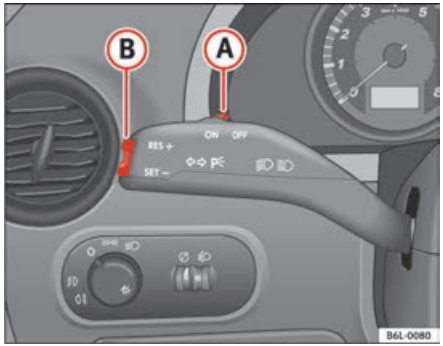

Fig. 106 Turn signal and main beam headlight lever switch and rocker switch for the cruise control
– Move the control ⇒ fig. 106 (A) to the left to **ON**.